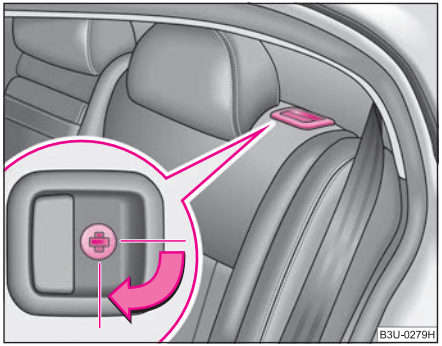

Fig. 72 Blocking the unlock knob
– The unlock knobs are blocked by turning the slit in the lock to the right ⇒ fig. 72 with the master key.